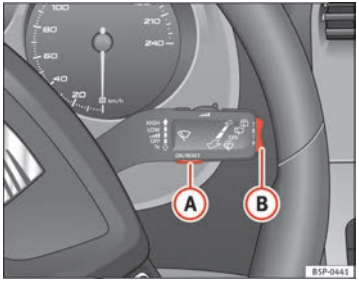
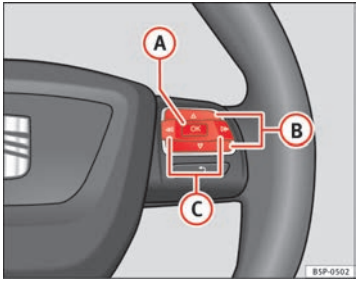

Fig. 45 Windscreen wiper lever: button A to confirm the menu selection and rocker switch B to change the menu
Fig. 46 Steering wheel controls: button A to confirm the menu selection and switch B to change the menu
– Press button (A) on the windscreen wiper lever. The **Configuration** menu is opened.
– To access the "Configuration" menu, press button (C) ⇒ page 68, fig. 46 until the menu is displayed. Now you are in this menu.
– Select option **Winter tyres** using switch (B).
– Press button (A). The menu **Winter tyres** is opened.
– Use button (B) to select the menu option **+ 10 km/h** or **- 10 km/h** and press button (B) to either increase or decrease the set speed.
– Use switch (B) to select the menu point **On / Off** and press the button to switch the speed warning on or off. If the speed warning is deactivated, three dashes will be displayed **---**
– To change from one memory to another, briefly press button A ⇒ page 68, fig. 45 ⇒ page 68 on the windscreen wiper lever or the OK button on the multifunction lever ⇒ page 68, fig. 46 ⇒ page 68 while the ignition is switched on. ▶
The following data can be viewed on the multifunction display using the rocker switch (B) ⇒ page 68, fig. 45 ⇒ page 68 on the windscreen wiper lever or by pressing button [△] or [▽] ⇒ page 68, fig. 46 on the multifunction steering wheel*.